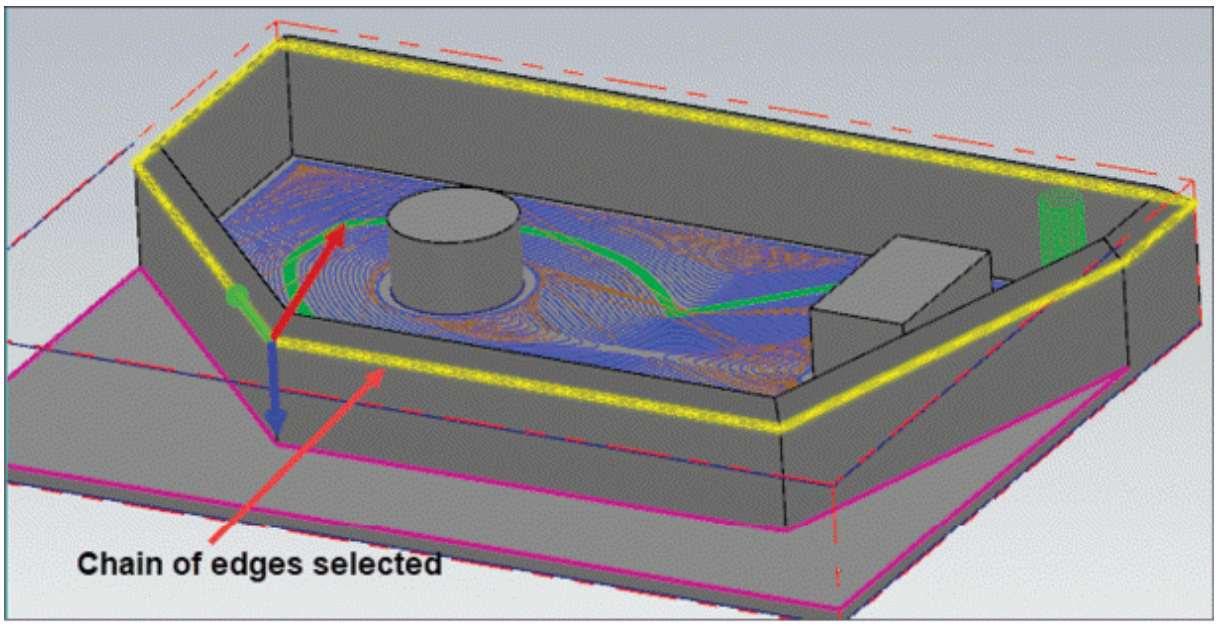

Figure-60. Chain of edges selected
- Click on the **`Select chains`** button from the **`Chain geometry`** area of the dialog box and select the chain of curves of chamfer to be machined; refer to Figure-60.